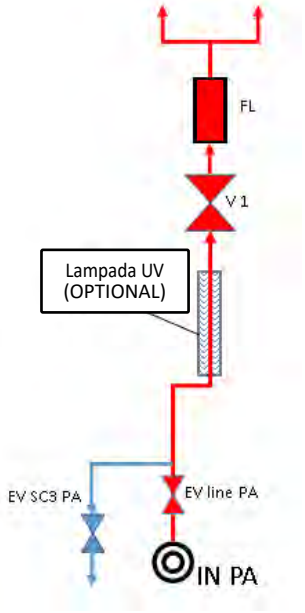

Figura 5: Schema di funzionamento ADIABATIC SYSTEM
B)_ADIABATIC SYSTEM (Figura 5); prevede il sono impiego dei pannelli adiabatici. Se ne suggerisce l'impiego nei casi in cui non sia presente un sistema di trattamento acqua.